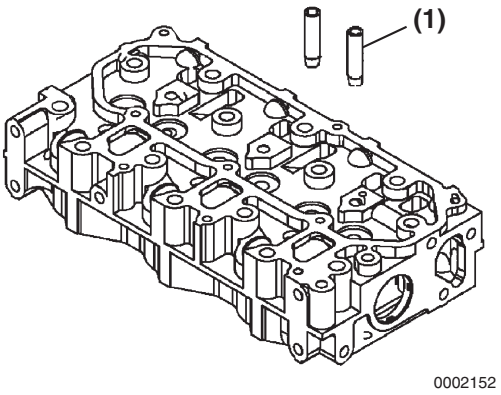

Figure 6-10
If the valve guides are not within specifications, use a drift pin and hammer to drive the valve guides **(Figure 6-10, (1))** out of the cylinder head.